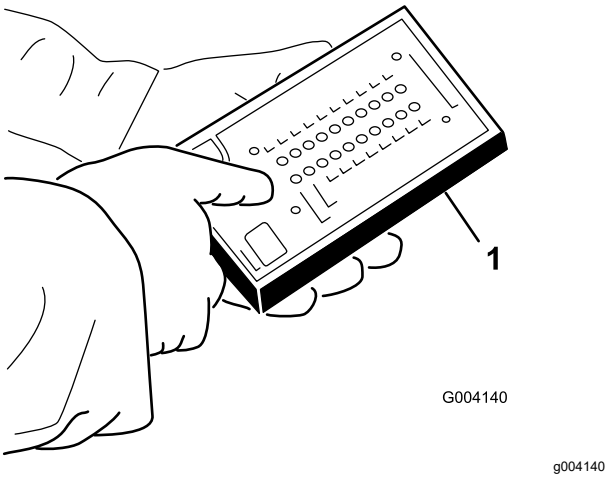

Figur 38
5. Anslut diagnosinstrumentets kontakt till ledningsnätets kontakt (Figur 38).